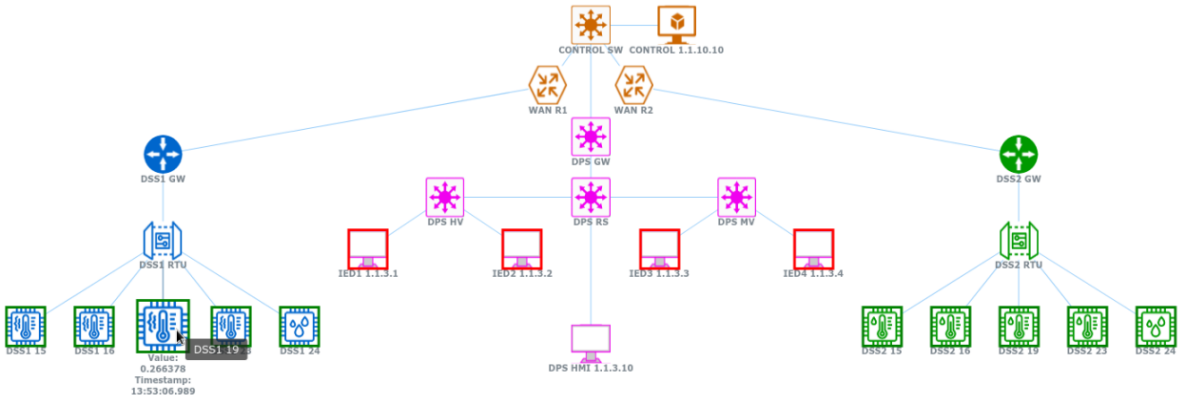
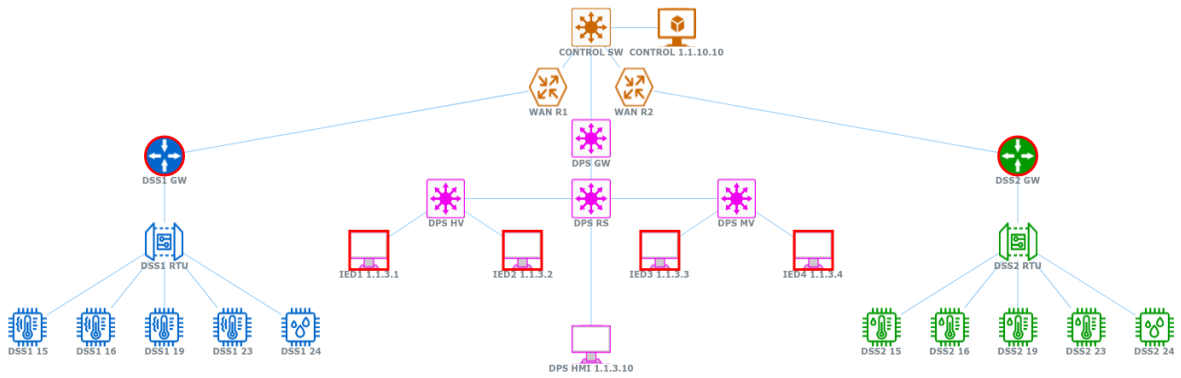

Figure 9 – Topology page with two DSS connected
Figure 11 – Topology page with all substations disconnected
- Shows the smart grid topology as shown in Figure 9. It visualizes smart grid status and displays last received data from various devices.
The topology page shows an overview of the entire smart grid network (extended topology) with additional information. The basic overview is shown in Figure 9 (DSS connected) and Figure 11 (all substations disconnected).